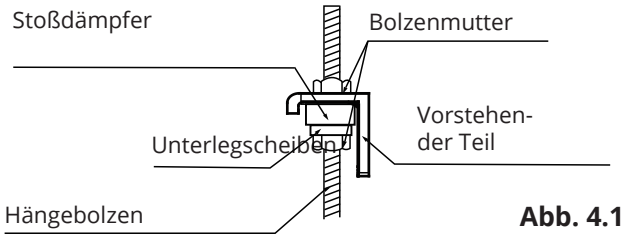

Abb. 4.11
10. Montieren Sie die Inneneinheit auf die Hängebolzen mit Querleisten. Montieren Sie die Inneneinheit auf einer ebenen Fläche mithilfe einer Wasserwaage, um Leckagen zu vermeiden. (Siehe Abb. 4.11).